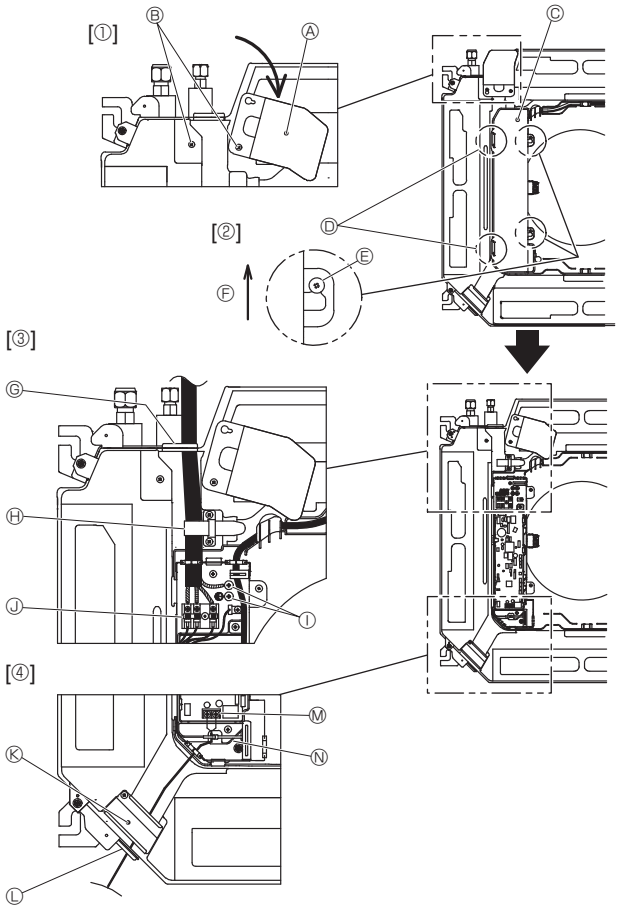
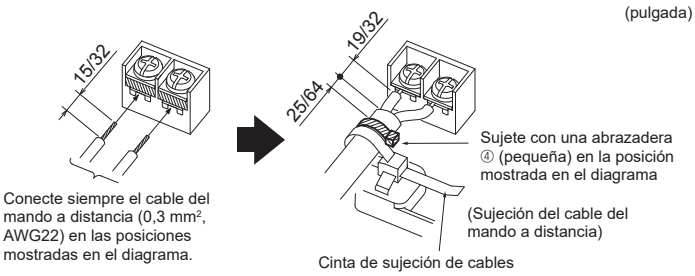

Fig. 6-1
Fig. 6-3
6.1. Unidad interior (Fig. 6-1)
1. Afloje los dos tornillos que fijan el panel de servicio del cableado, y luego gire dicho panel. [Fig. 6-1 ①]
2. Afloje los dos tornillos que fijan la cubierta de la caja eléctrica y luego deslice dicha cubierta. [Fig. 6-1 ②]
3. Pase el cable de alimentación, el cable de conexión de la unidad interior/exterior y el cable de tierra a través de las entradas de cableado indicadas en el diagrama. [Fig. 6-1 ③]
4. Pase y conecte el cable del mando a distancia por las entradas de cableado indicadas en el diagrama. [Fig. 6-1 ④, Fig. 6-3]